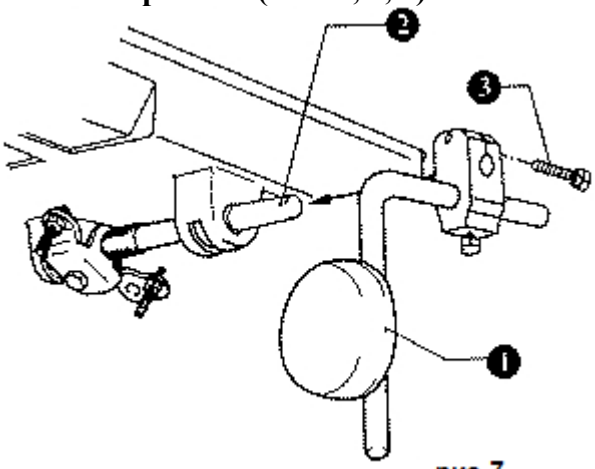

рис.7
4. Монтаж устройства коленного рычага (Рис. 7, 8, 9)